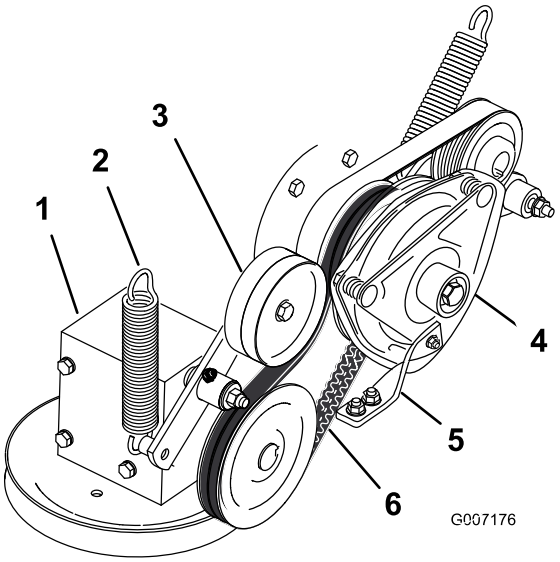

Figur 70
4. Demontera fjädern på remskivearmen (Figur 70).
7. Montera den nya kraftuttagsdrivremmen runt kopplingsskivan och växellådsskivan (Figur 70).
9. Montera fjädern på remskivearmen (Figur 70).